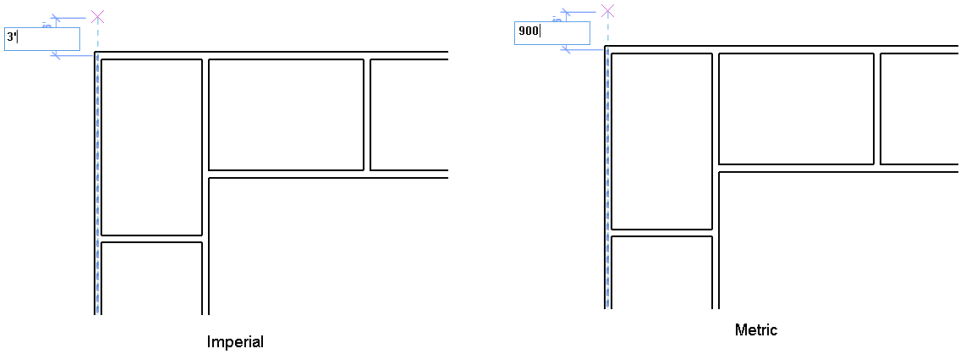

Figure 3-74 *Specifying the start point of the grid line*
4. Move the cursor near the top left corner of the exterior wall profile till a vertical extension line is displayed. Click to specify the start point of the grid line when the temporary dimension of **3'0"** for Imperial or **900 mm** for metric is displayed from the centerline of the exterior wall, as shown in Figure 3-74.